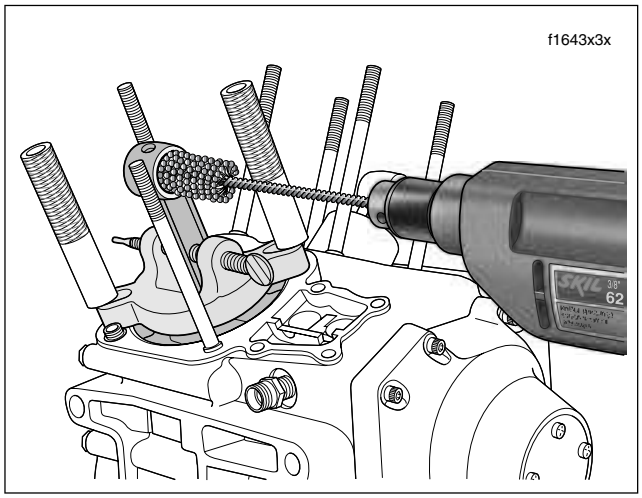

Figure 3-98. Hone Connecting Rod Bushing
d. Activating the drill, move the entire length of the finishing stone arrangement forward and backward through the bushing bore for 10 to 12 complete strokes. See Figure 3-98. Work for a crosshatch pattern of approximately 60˚.